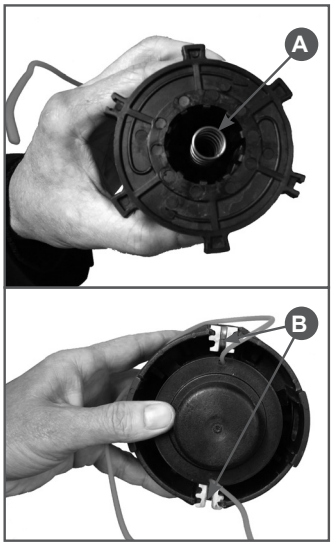

Рис. 19 Установка катушки в корпус
4. Установите в катушку пружину (Рис.19А). Установите катушку с кордом в корпус и зафиксируйте концы корда в специальных пазах. Концы корда должны находиться против направляющих, установленных в корпусе катушки (Рис.19В).